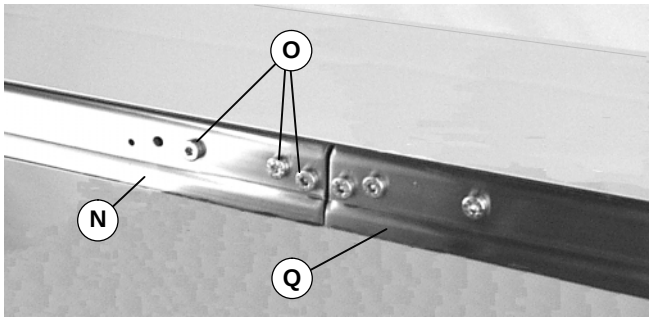

Abbildung 8
5. Die Förderbandbsegmente (N und Q siehe Abbildung 8) zusammenfügen. Schrauben auf beiden Seiten (O) installieren. Mit 7 Nm festziehen.